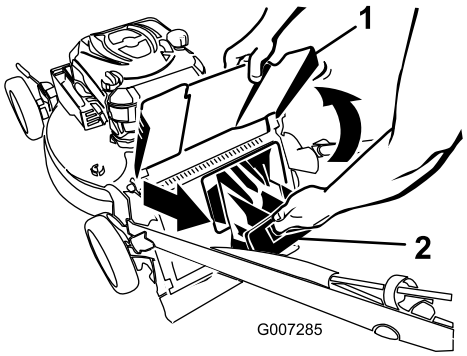

Figur 23
2. Lyft upp utkastarskärmen och håll den upplyft (Figur 23).
3. Dra ut den bakre utkastarpluggen (Figur 23).